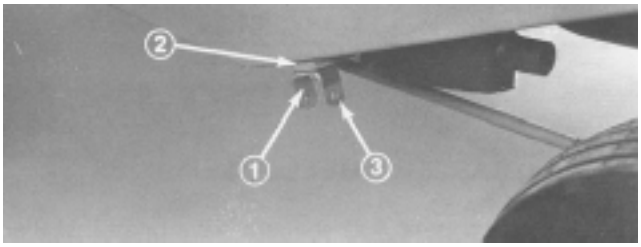

Figure 4
3. Remove capscrew and flangenut securing front engine support to frame. Secure Belly Shield hanger and engine support to frame with 3/8 x 1–1/4 capscrew and flangenut. Repeat procedure on opposite side of machine (Fig. 4). Discard 3/8" x 1" long capscrew removed (gas units only).